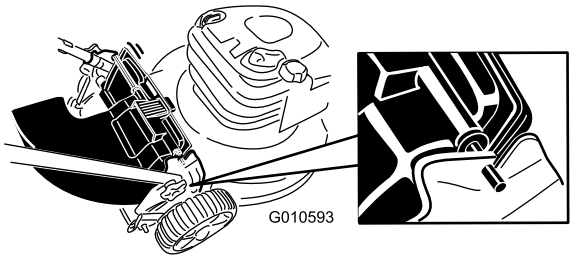

Bild 18
4. Setzen Sie die Stange am Heckauswurfablenkblech in die Kerben am Rasenmäher (Bild 18).